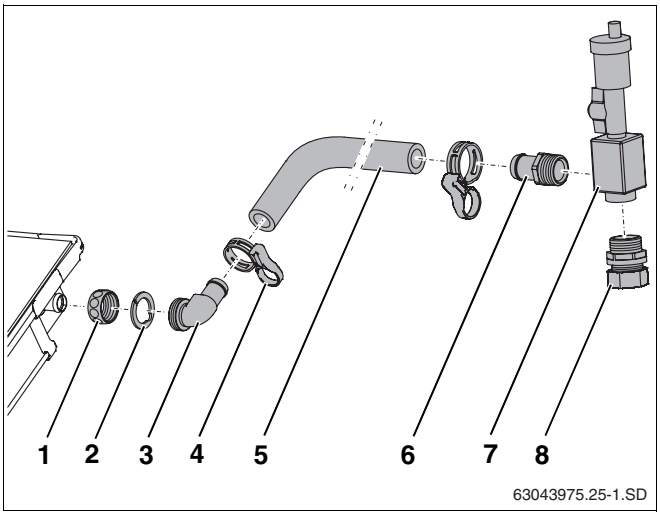

Abb. 38 Solarschlauch an Vorlaufanschluss montieren
- Überwurfmutter (Abb. 38, **Pos. 1**) über Kollektoranschlüsse schieben.
- Klemmscheibe (Abb. 38, **Pos. 2**) hinter die Wulst des Kollektoranschlusses legen und zusammen drücken.
- Winkeltülle mit O-Ring (Abb. 38, **Pos. 3**) ausrichten und mit Überwurfmutter verschrauben.
- Langen Solarschlauch (1000 mm, Abb. 38, **Pos. 5**) auf die Winkeltülle aufschieben und mit Federbandschelle (Abb. 38, **Pos. 4**) fixieren.
- Schlauchtülle R¾ mit O-Ring (Abb. 38, **Pos. 6**) und Doppelnippel mit O-Ring (Abb. 38, **Pos. 8**) in den Lufttopf (Abb. 38, **Pos. 7**) einschrauben.
- Schlauchtülle (Abb. 38, **Pos. 6**) bis zum Anschlag auf den Solarschlauch stecken und mit Federbandschelle fixieren.
- Sammelleitung an die Klemmringverschraubung (Abb. 38, **Pos. 8**) anschließen.